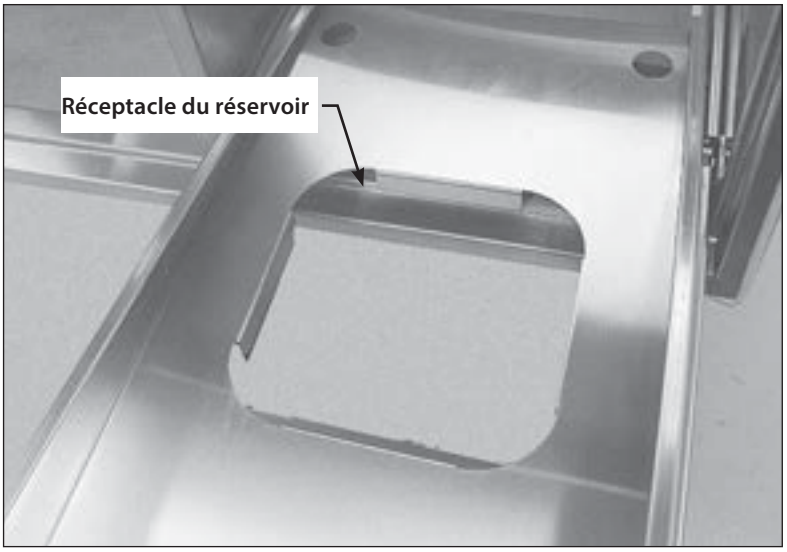

Fig. 14
5. Votre réservoir de propane sera installé dans le renfoncement situé dans le bas du compartiment droit (Fig. 14).